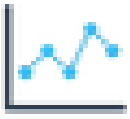

Figure 54
6. Click on the **View live** data icon on the required Sensor's row. See Figure 54 below: